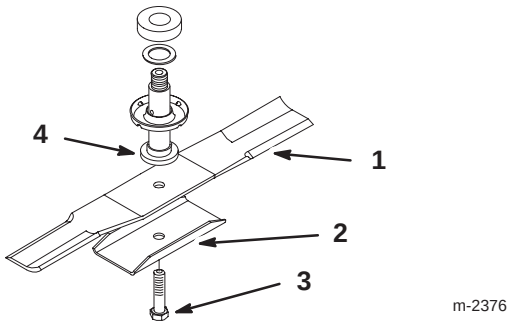

Abbildung 26
1. Schnittmesser, Schnittmessersteife und Schraube anbringen (Abb. 26).